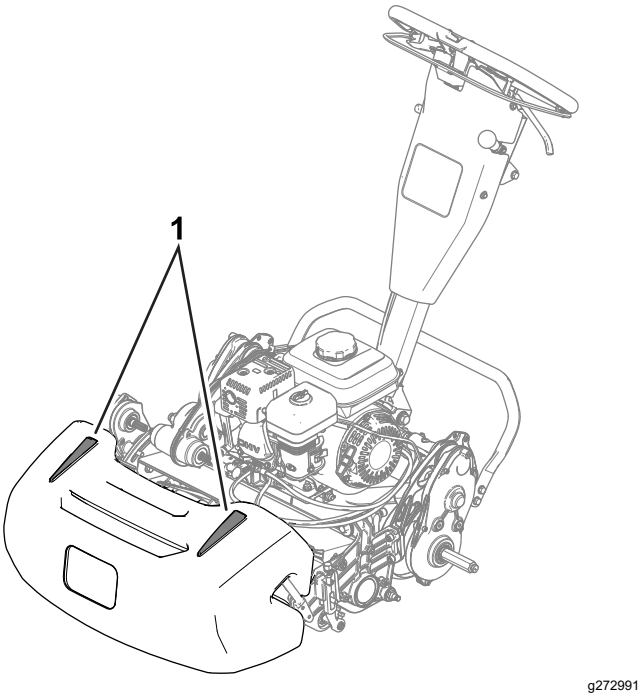

Figuur 24
- Om ervoor te zorgen dat u de greens in een rechte lijn maait en de machine op een gelijke afstand van de rand van de vorige maaibaan blijft, moet u de markeringsstrepen op de mand gebruiken (Figuur 24).